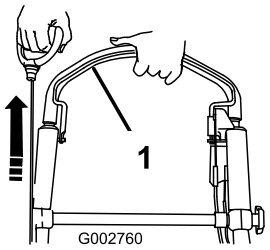

Figuur 21
2. Houd de bedieningsstang van het maaimes tegen de hendel en trek aan het startkoord (Figuur 21).